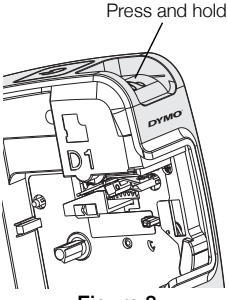

Figure 8
3. Press the cutter button. See Figure 8.